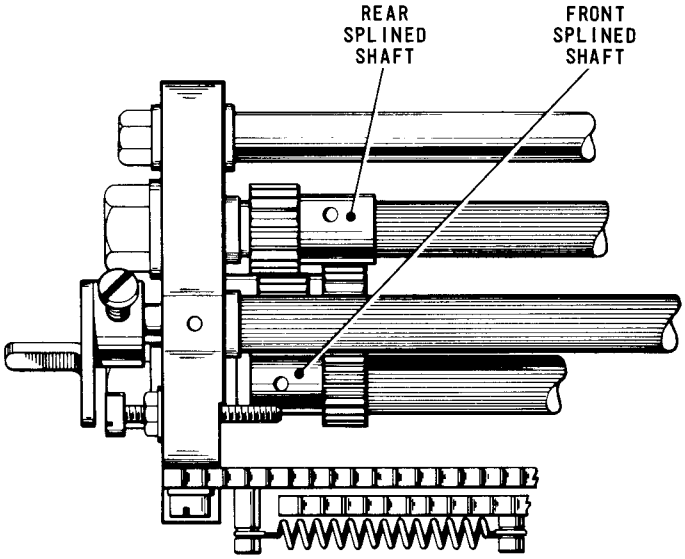

Fig. 4.51 TYPEHEAD CARRIAGE—PLAN VIEW
57.2 To adjust, slacken the nut securing the front splined shaft, Fig. 4.51, and turn the typehead clockwise or counter-clockwise until the backlash is equal in both directions. When this condition is satisfied, insert a tommy pin into the hole in the front splined shaft and, holding the shaft with the pin, tighten its securing nut.
59.2 If this is not so, slacken the nut securing the rear splined shaft, Fig.4.51, until friction tight, insert a tommy pin into the hole in the shaft and turn the shaft until the condition is satisfied. Hold the shaft with the tommy pin and tighten its securing nut.